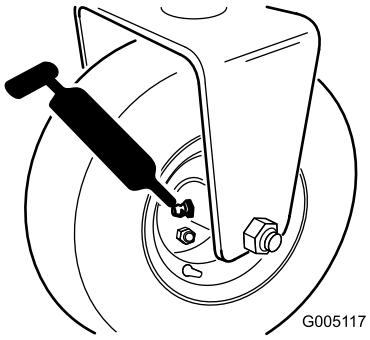

Figura 35
- El conjunto del buje del rodillo trasero, o si está equipado con un kit de tracción a 3 ruedas, los embragues de rodillos de la rueda trasera y el cojinete de bolas externo (1) (Figura 35).